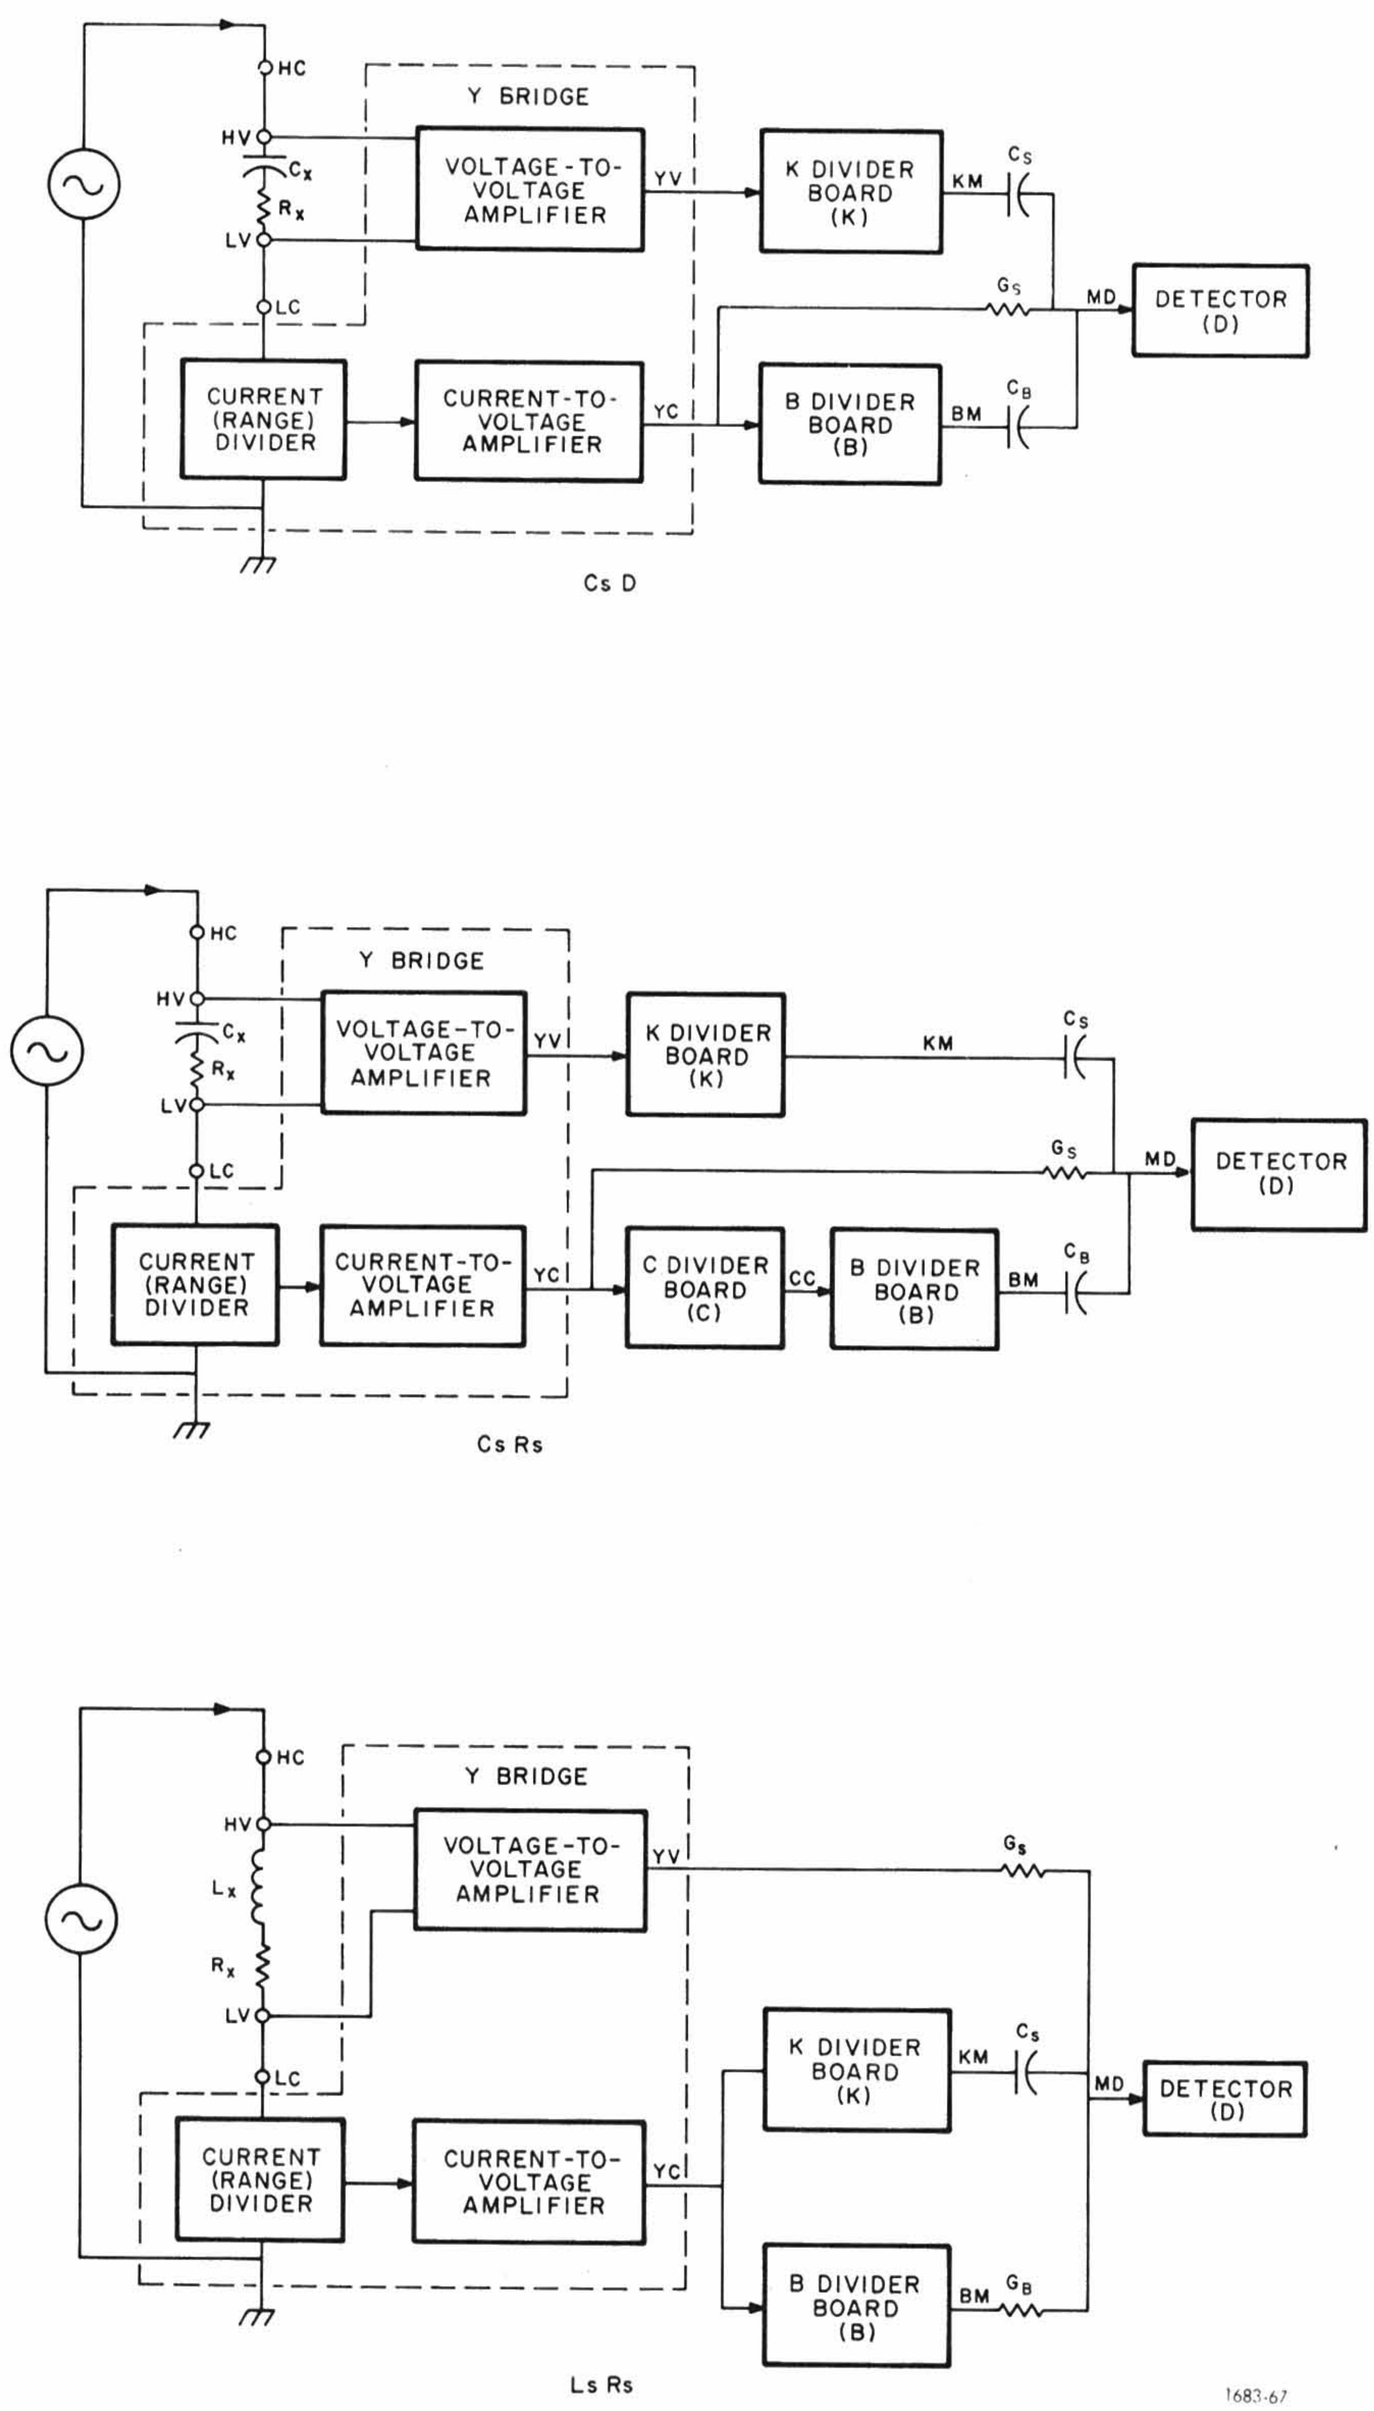

Figure 4-2. Bridge configurations.
General. The Y bridge performs three functions: (1) detects the voltage across the unknown, (2) converts the current through the unknown to a voltage proportional to the current, and (3) changes the range of the bridge by regulating the current that is converted to a voltage proportional to the current. The voltages produced by the Y bridge drive the various standards. Figure 4-2 shows the various configurations in which the Y bridge is used for measuring impedance.